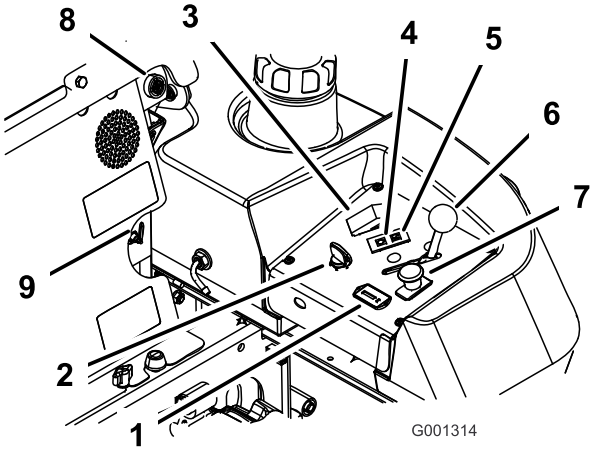

Figur 11
4. Flytta kraftuttagsreglaget till det urkopplade läget (Figur 11).